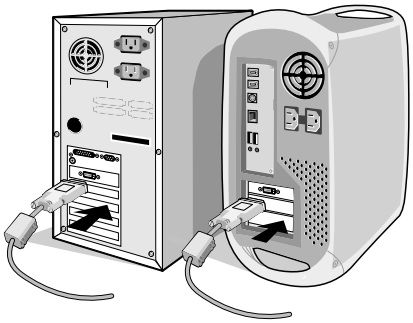

Figura A.1
2. **Para un PC o MAC con salida digital DVI:** conecte el cable de señal DVI al conector de la tarjeta de visualización de su sistema (**figura A.1**). Apriete todos los tornillos.